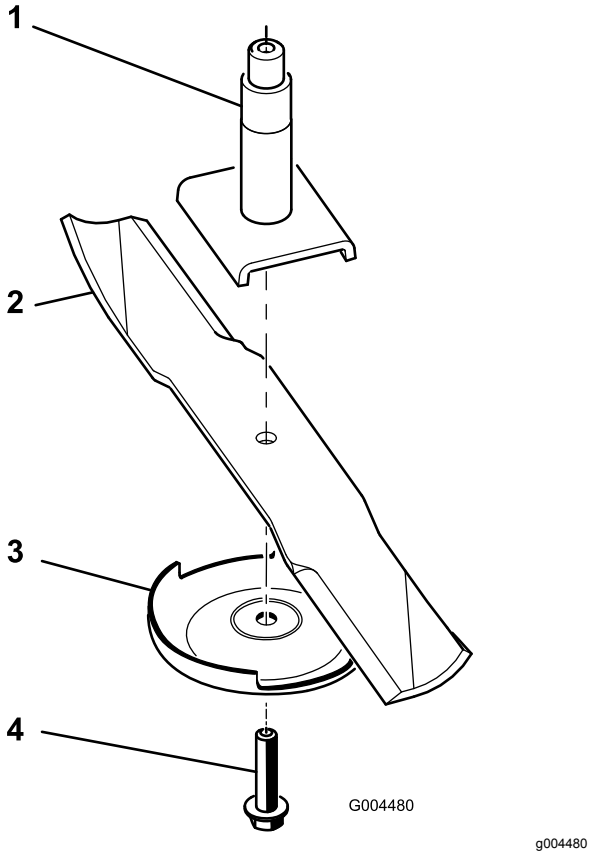

Figur 74
2. Rotera knivskruven medsols för att ta bort skruven (Figur 74).
3. Avlägsna antiskalpplåten och kniven från spindelaxeln (Figur 74).